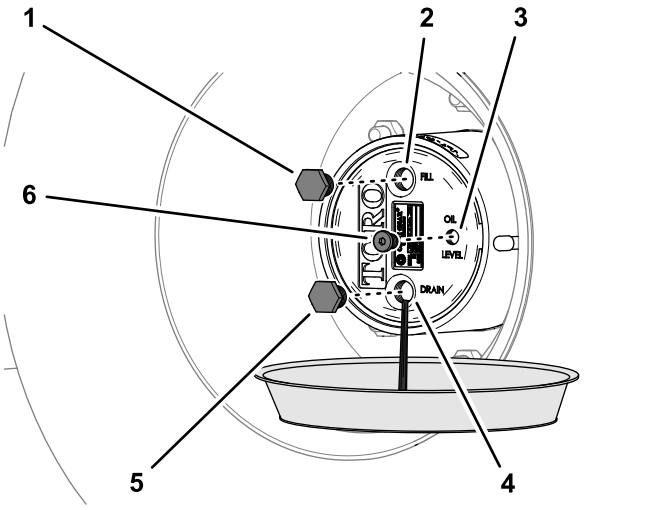

Figura 94
2. Coloque um recipiente de escoamento debaixo do cubo da transmissão da engrenagem planetária, retire o tampão de escoamento, tampão de enchimento e tampão de verificação e deixe o lubrificante drenar completamente (Figura 94).